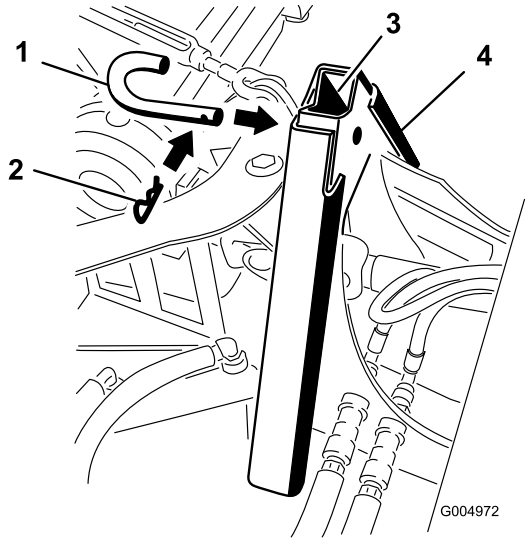

Figur 71
3. Fastgør adapterne sammen med redskabstappen og låseclipsen som vist i Figur 71.